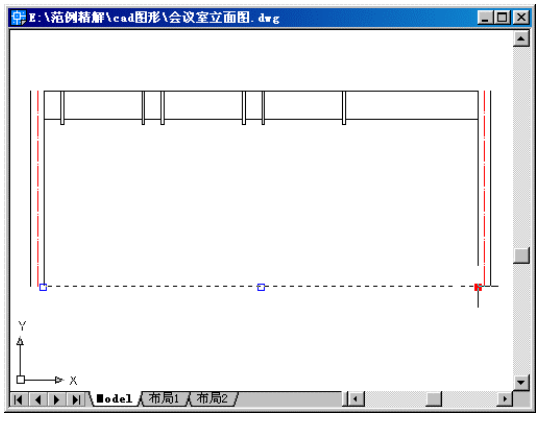

图 5-12　指定基点
3. 用光标点选地面线，待地面线出现夹点时，激活右侧夹点作为基点，如图 5-12 所示。